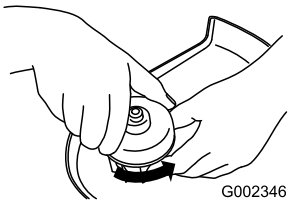

Bild 12
1. Drehen Sie die Kappe entgegen dem Uhrzeigersinn, um sie abzunehmen (Bild 12).